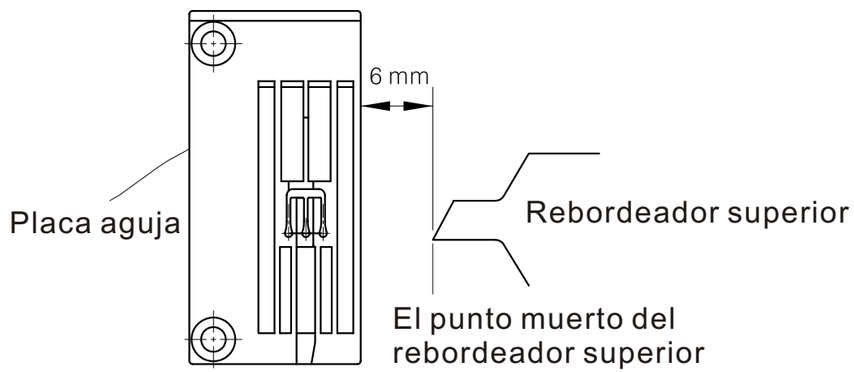

Fig. 47
3. La posición izquierda/derecha de el rebordeador superior cuando este se encuentras en el punto muerto izquierdo, ajustelo para que este a uno 6mm del lago derecho de la placa aguja. Después de hacerlo, el rebordeador inferior se moverá a la derecha (Fig.47)